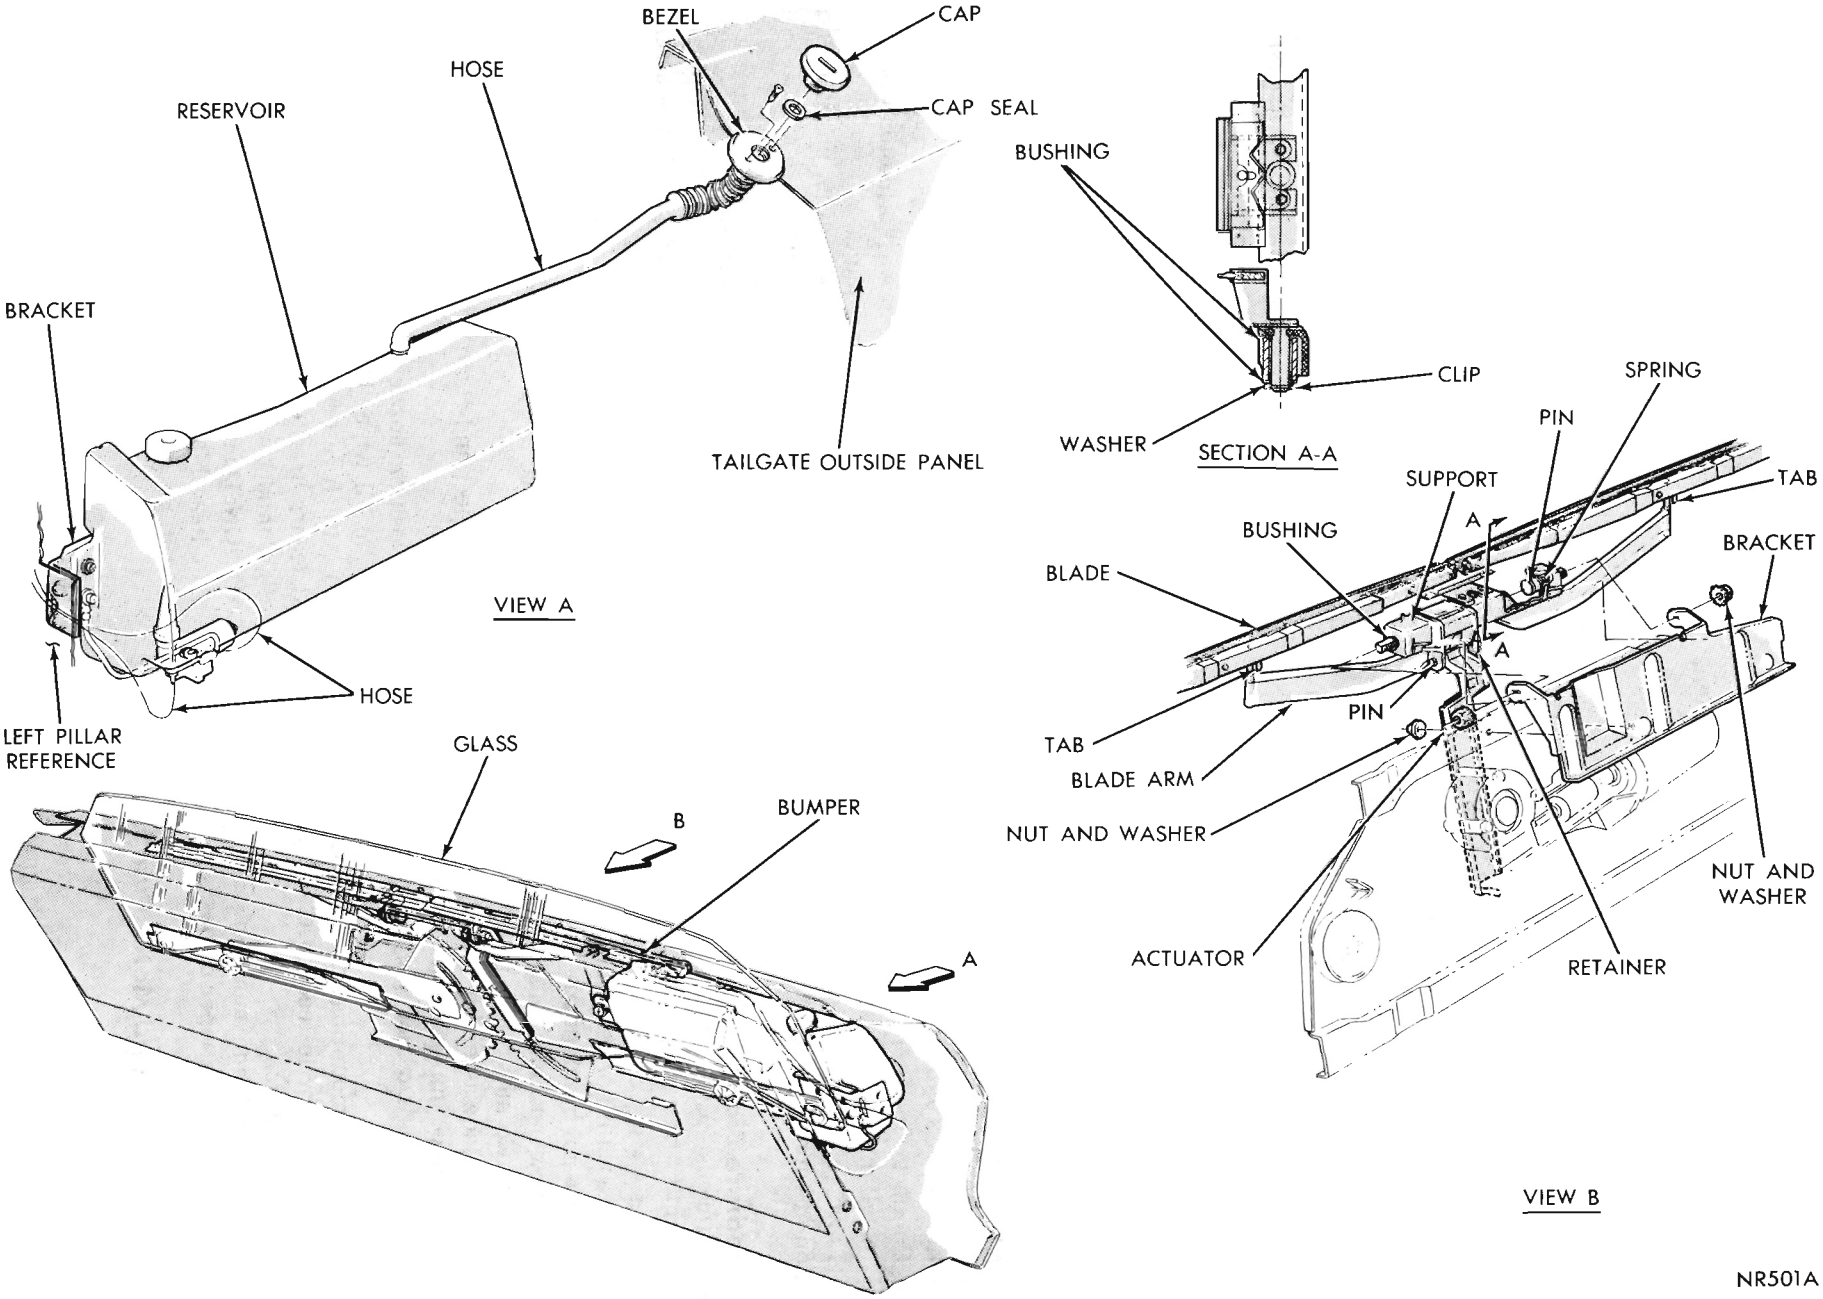

Fig. 3—Tail Gate Window Washer Installed—Belvedere and Satellite
(1) Lower the tail gate glass to full bottom position.
(2) Open tail gate to horizontal position.
(3) Remove inner trim panel of tail gate.
(4) Raise glass approximately half way, after tripping limit switch.
(5) Position actuator arm for "off glass" condition of blades.
(6) Disengage glass lower frame with window regulator arms, remove lower frame and remove glass.
(7) Scribe location of window regulator or tail gate inner panel mounting brackets and remove the four screws attaching the window regulator to the mounting brackets. Do not lose any spacers and note location. Slide the regulator assembly to bottom of tail gate.
(8) Depress locking tab on side of blade to release blades from mounting arm pins (Fig. 3).
(9) Install new blades with locking tab down. **Do not get lubricant on wiper blades.**
(10) Position window regulator on mounting brackets and install mounting spacers (if used) and screws noting scribe mark locations.
(11) Insert tail gate glass into tail gate, install glass lower frame and engage with regulator arms.
(12) Install tail gate inner panel.
(13) Lower glass to full bottom position and recheck operation of wiper blades.
mediate wiper blade assembly (Fig. 3).